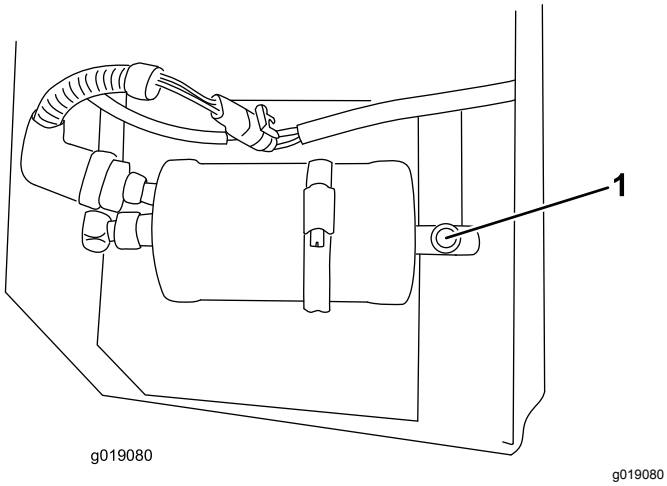

Figure 15
1. Using the sight gauge in the collecting tank, check on refrigerant level (Figure 15).